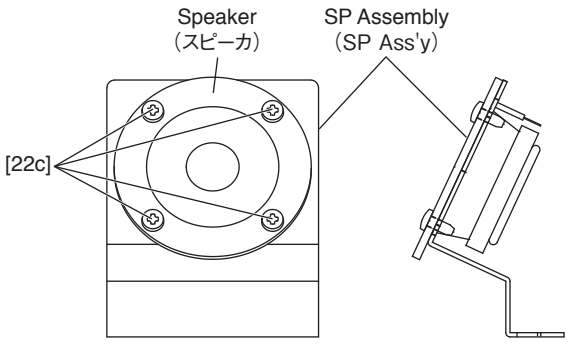

Fig.8（図 8）
6-3 Remove the four (4) screws marked [22c]. The speaker (tweeter) can then be removed from the SP assembly. (Fig.8)
6-3 [22c] のネジ 4 本を外し、スピーカ（ツィータ）を SP Ass'y から外します。(図 8)